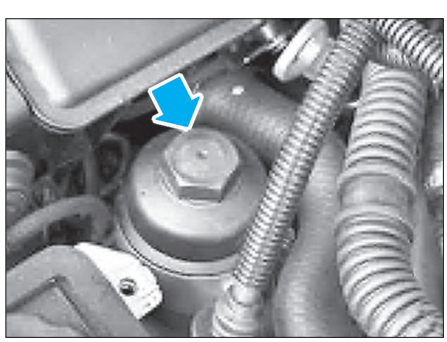

Fig. 36
• Dévisser le couvercle du filtre et le dégager vers le haut **(Fig.36)**.